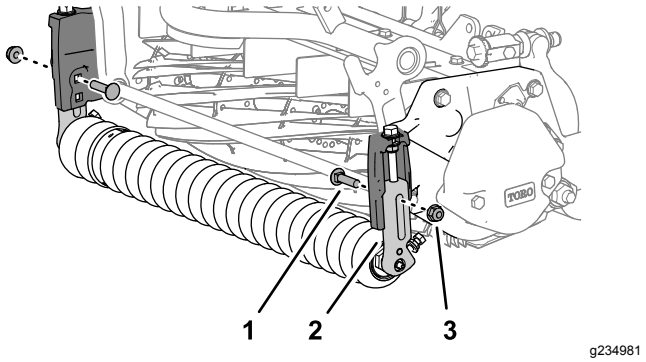

Figura 3
3. Trabajando en un lado de la unidad de corte, retire el perno de cuello cuadrado y la contratuerca con arandela prensada que sujetan el soporte de altura de corte a la chapa lateral (Figura 3).
5. Repita el paso 3 en el soporte de altura de corte del otro lado de la unidad de corte, y retire el soporte (Figura 3).